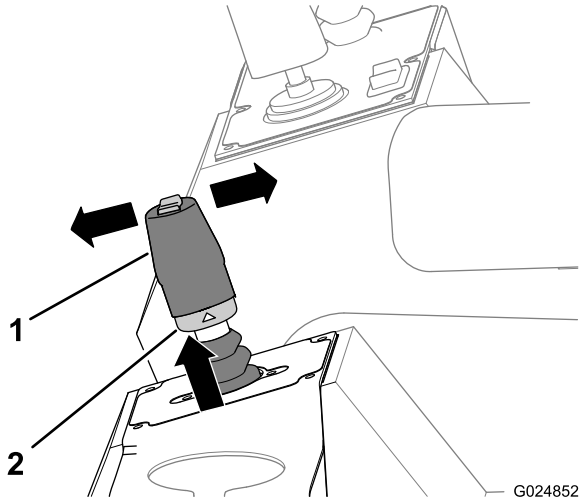

Rysunek 47
2. Pociągnij w górę pierścień blokujący, znajdujący się w dolnej części uchwytu manipulatora (Rysunek 47).
- Aby maszyna zaczęła się poruszać do przodu, popchnij dźwignię do przodu (do przodu maszyny) (Rysunek 47).
- Aby maszyna zaczęła się poruszać do tyłu, popchnij dźwignię do tyłu (do tyłu maszyny) (Rysunek 47).
4. Zwolnij pierścień blokujący i dźwignię (Rysunek 47).
5. Aby zatrzymać maszynę, cofnij dźwignię do pozycji neutralnej (Rysunek 47).